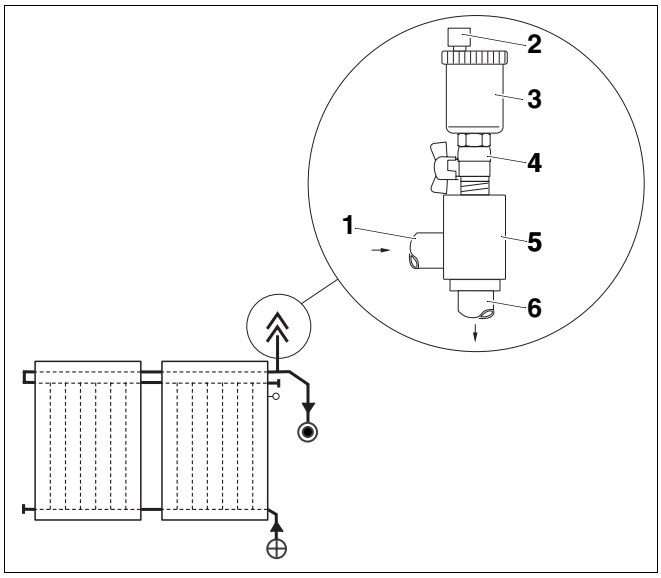

Afb. 49 Afbeelding luchtbeker met ontluchter
Wanneer u de zonne-installatie op het hoogste punt van de installatie wil ontluchten met automatische ontluchters (afb. 49, toebehoren), dan moet u de leidingen met een stijging naar de ontluchter plaatsen.
De zonne-installatie wordt via de geopende afsluitschroef (afb. 49, **pos. 2**) ontlucht. Opdat er langs de geopende afsluitschroef geen vocht in de zonne-installatie zou binnendringen, moet het beschermkapje (afb. 49, **pos. 2**) steeds op de afsluitschroef geplaatst worden.